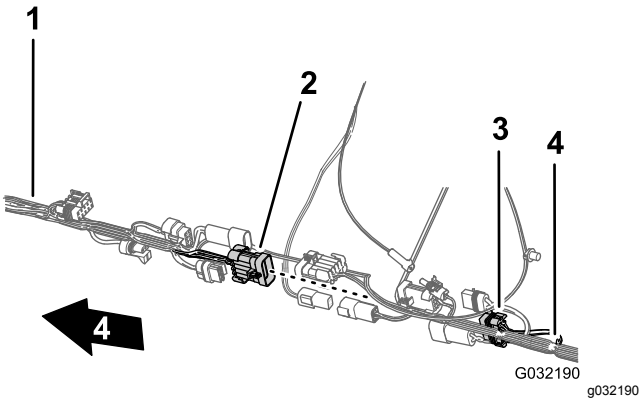

**Figur 119**
6. Tilslut sprøjtekonnektoren med 10 ben på det forreste ledningsnet til sprøjtekonnektoren med 10 sokler fra bageste ledningsnet (Figur 119).